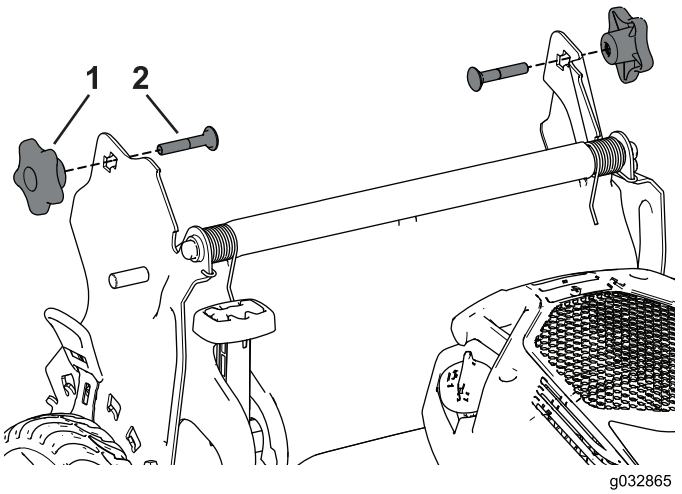

Bild 3
1. Entfernen Sie die 2 Griffhandräder sowie die 2 Schlossschrauben von den Handgriffhalterungen (Bild 3) und heben Sie sie auf.